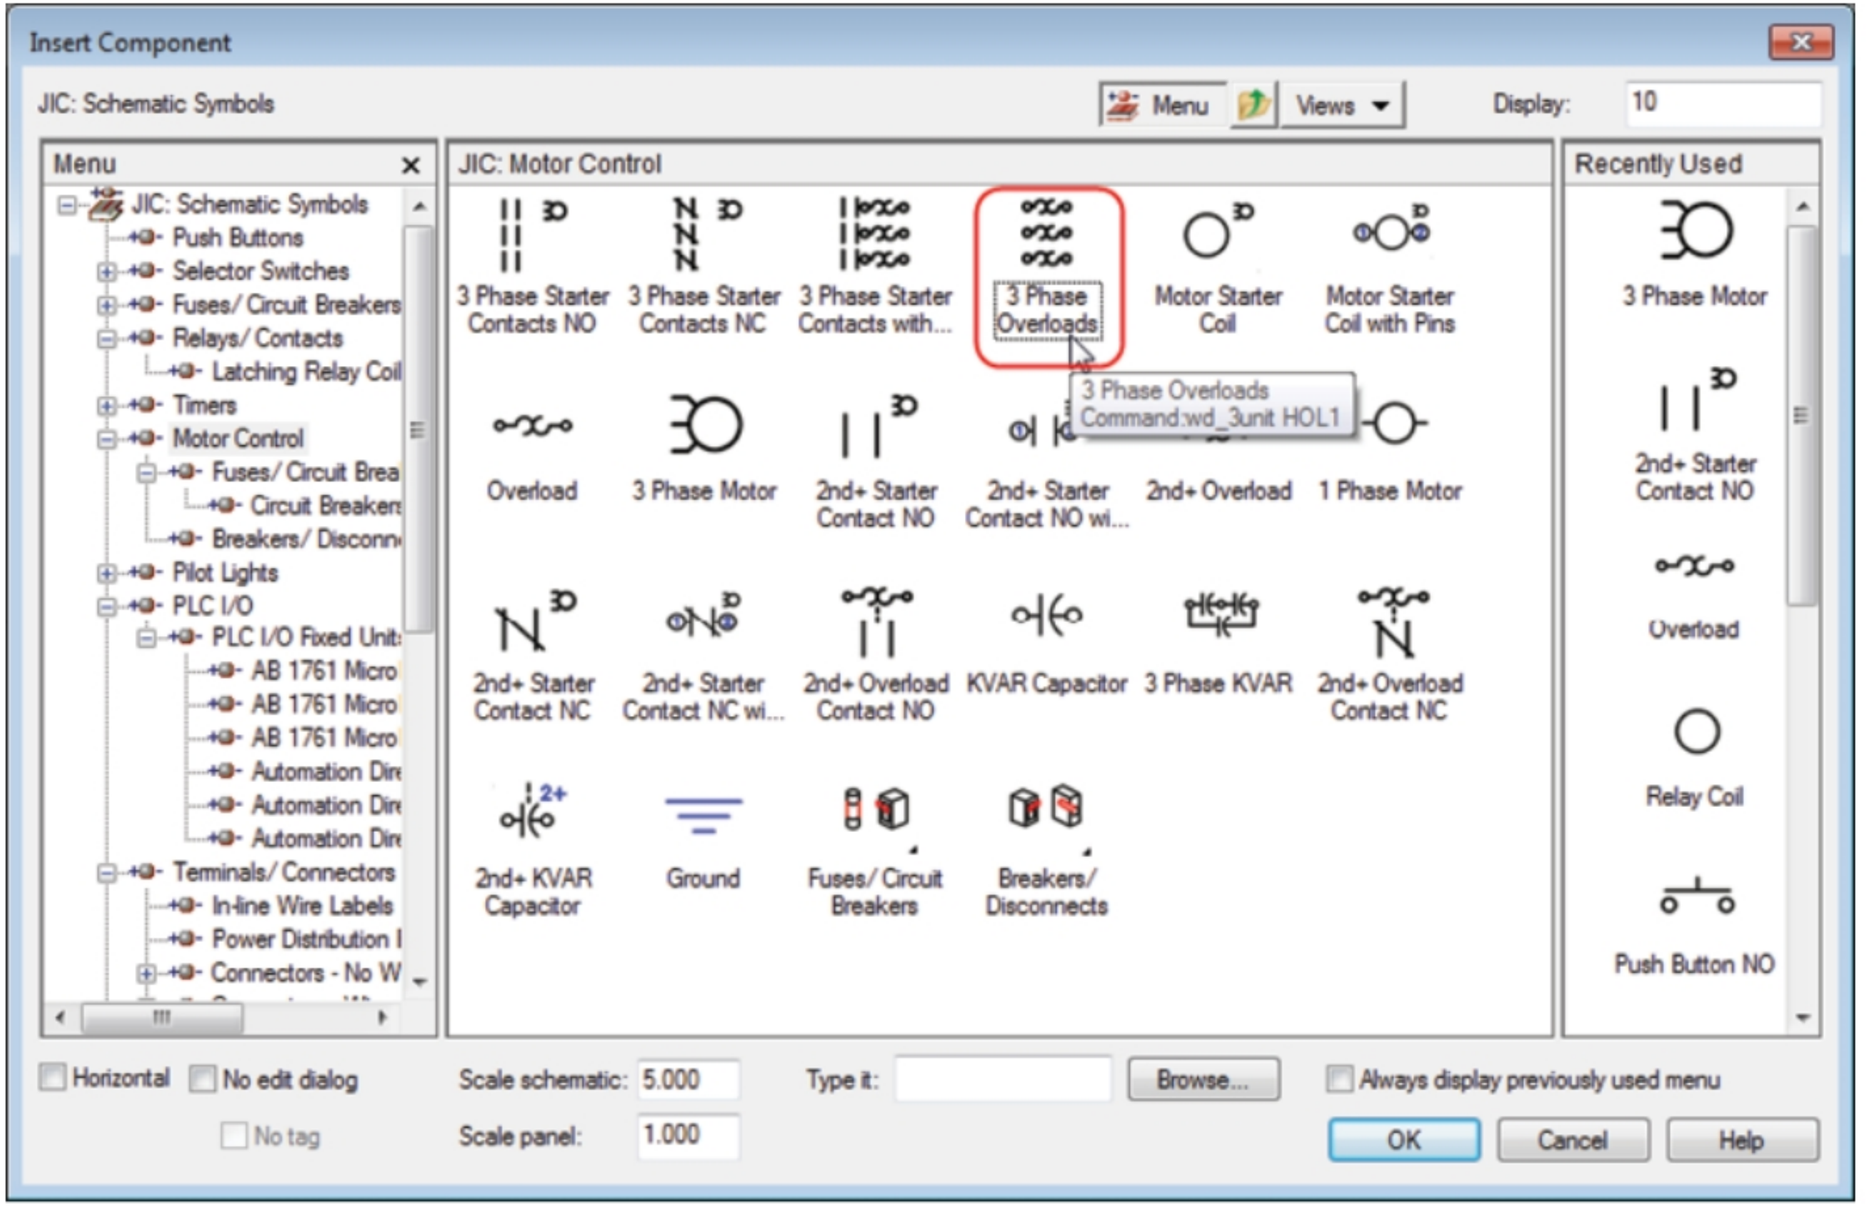
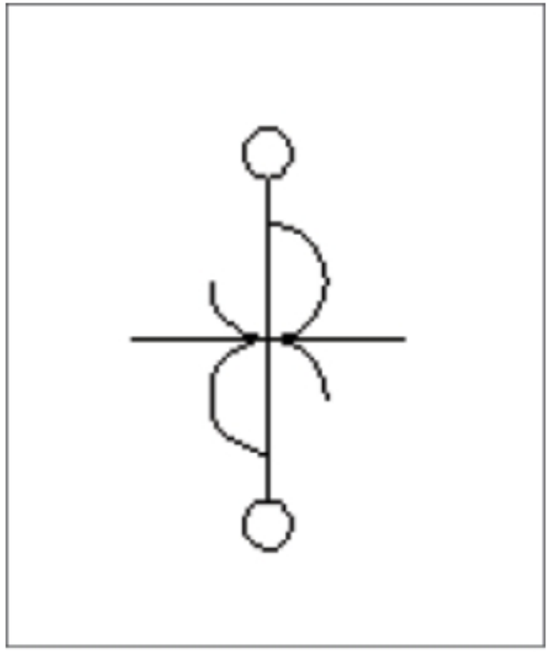

Figure-16. 3 Phase Overloads component
Figure-17. Icon attached to the cursor
- Click on the **Motor Control** category and select the **3 Phase Overloads** icon from the dialog box; refer to Figure-16. The icon will get attached to the cursor; refer to Figure-17.